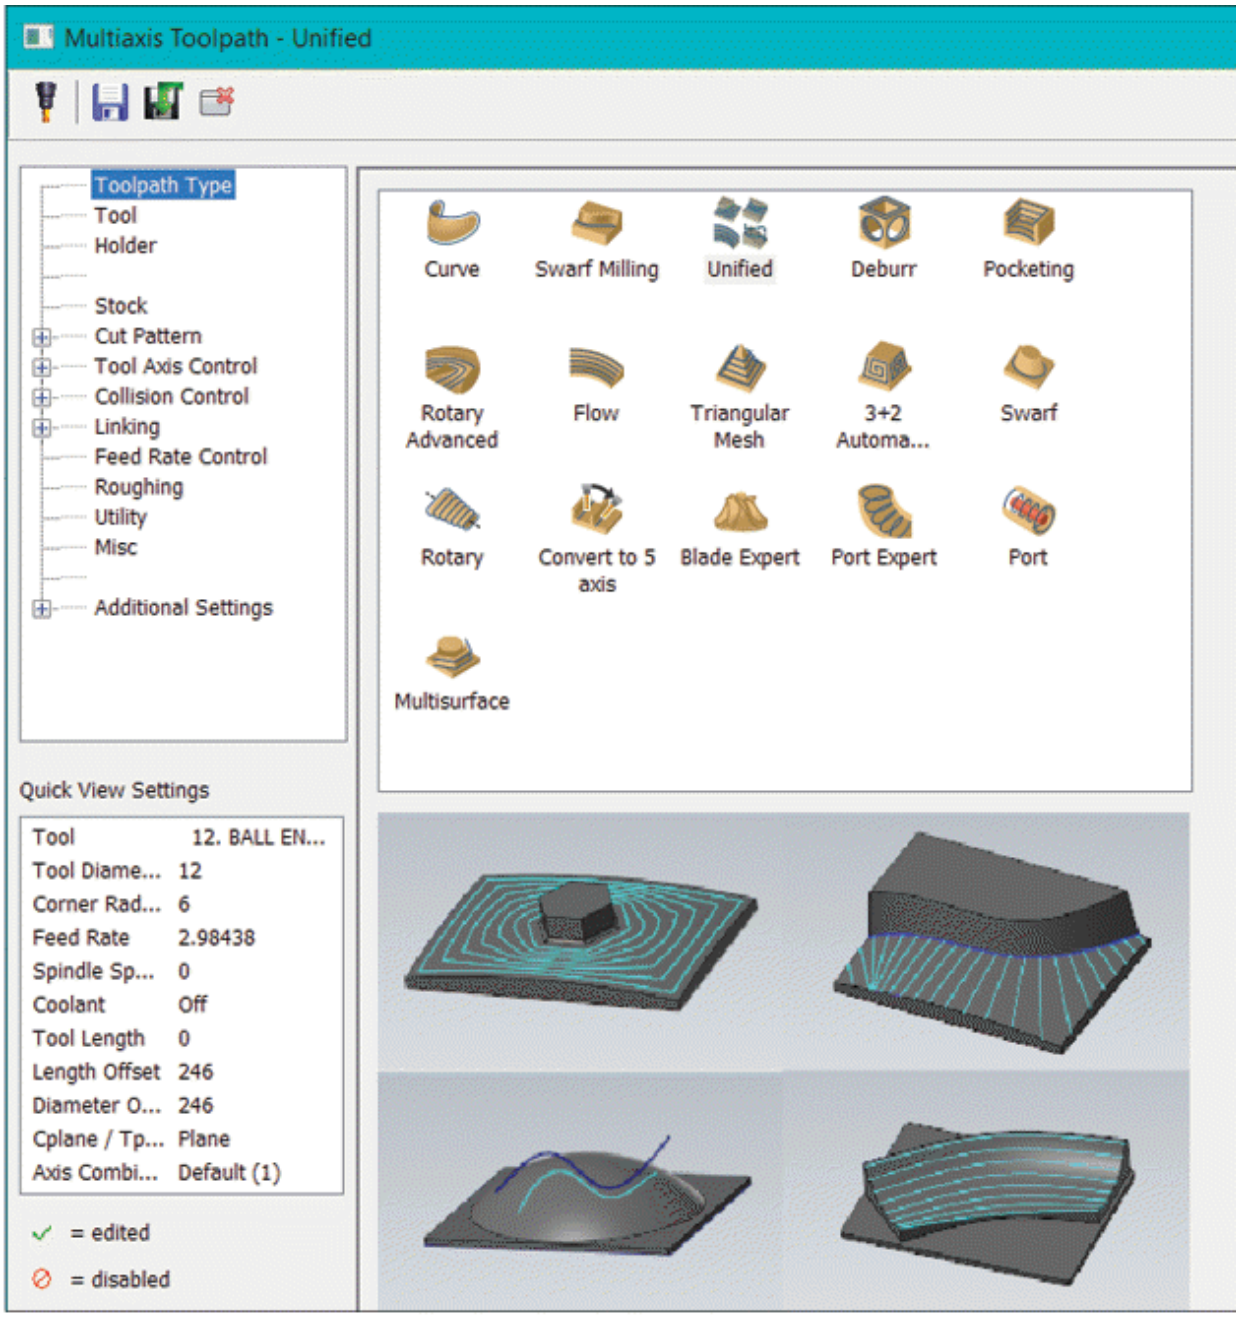

Figure-14. Multiaxis Toolpath-Unified dialog box
- Click on the **Unified** tool from the **Multiaxis** group in the **Toolpaths** tab of the **Ribbon**. The **Multiaxis Toolpath - Unified** dialog box will be displayed; refer to Figure-14.